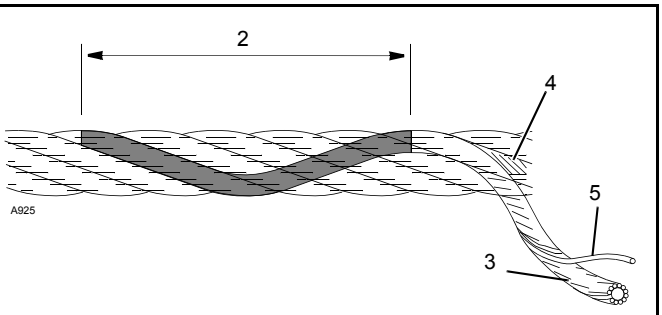

FIGURA 1-6
13. Al buscar alambres rotos (5) (Figura 1-6), alivie el cable, muévalo hacia afuera de los “puntos de recogida” y dóblelo lo más que se pueda. Utilice un punzón afilado para separar los alambres y trenzas, levantando todos los alambres que parezcan estar sueltos o que se muevan excesivamente. Los defectos del cable hacen referencia a la “longitud de sesgo” (2), que es la distancia medida a lo largo del cable en donde una trenza (3) logra una revolución completa alrededor del núcleo (4).